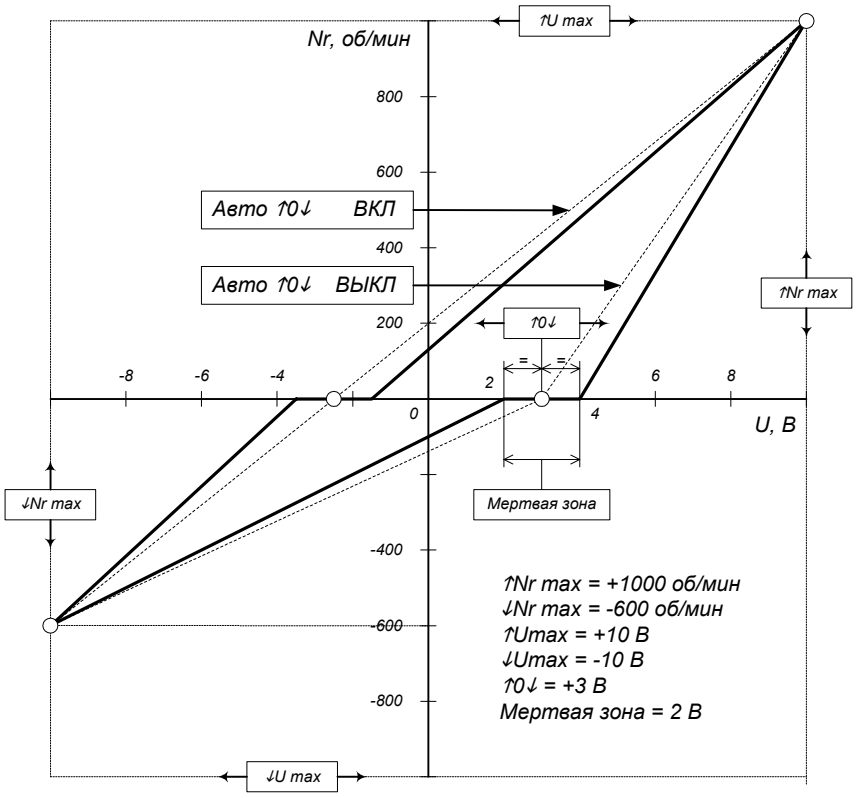

Рис. 9.13. Формирование зависимости задающего воздействия от уровня входного аналогового сигнала.
Параметры меню используются для настройки аналогового входа путем формирования желаемой зависимости задающего воздействия или обратной связи от уровня входного аналогового сигнала (рис.9.13).
Определяют уровни задания или обратной связи, соответствующие верхней и нижней границам диапазона нормированного входного аналогового сигнала (рис.9.13). Имена параметров и их размерности автоматически переводятся в состояния, приведенные в таблице 9.2, в соответствии с функцией, назначенной данному входу в меню «ИНИЦИАЛИЗАЦИЯ / УПРАВЛЕНИЕ».
*Определяет диапазон изменения входного аналогового сигнала, соответствующий нулевому уровню задания или обратной связи. Параметр устанавливает величину горизонтального отрезка характеристики, который расположен симметрично относительно точки, заданной параметром ↑**0**↓ (рис.9.13). Может быть установлен в пределах от 0 В до 20 В с шагом 0.001 В (для меню «ВХОД VIN1» и «ВХОД VIN2»), от 0 мА до 16 мА с шагом 0.001 мА (для меню «ВХОД CIN1» и «ВХОД CIN2»). Параметр доступен для редактирования при сбросе флага «Снятие блокировки» и вводе пароля пользователя.*